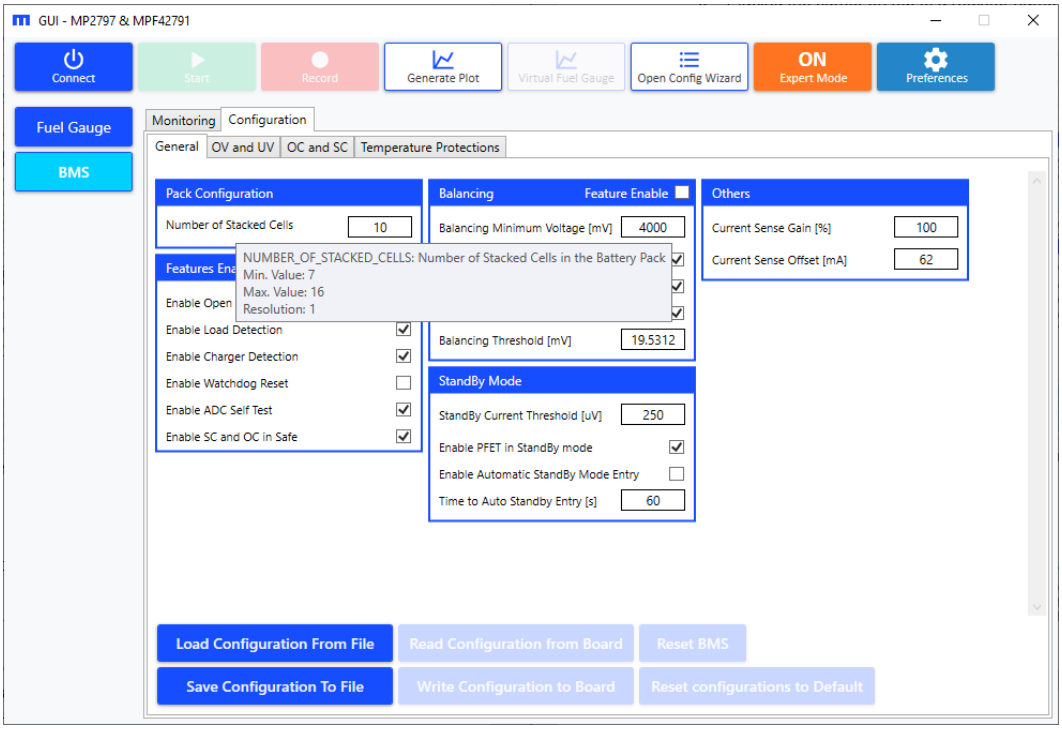
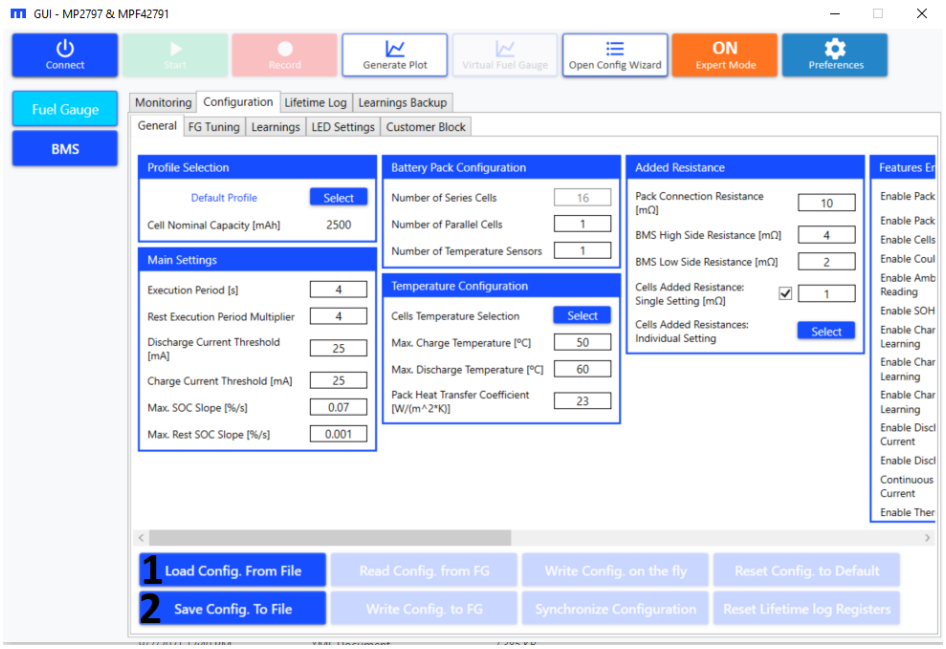

Figure 47: BMS Configuration (Register Details)
Figure 50: Fuel Gauge Configuration (Load and Save Buttons)
3. Place the cursor on top of the register name to display that register’s information of that register (see Figure 47).
3. Click “Load Configuration from file” to open the file explorer (denoted as “1” in Figure 50 on page 39). Select a configuration file. If the file contains configurations that are in the correct format, the configuration parameters in the GUI are overwritten (see Figure 47 on page 35).
4. Click “Save Configuration to file” to open the file explorer (denoted as “2” in Figure 50 on page 39). Select the directory and the filename of the exported configuration file, which contains all configurations from the Fuel Gauge (see Figure 50 on page 38).